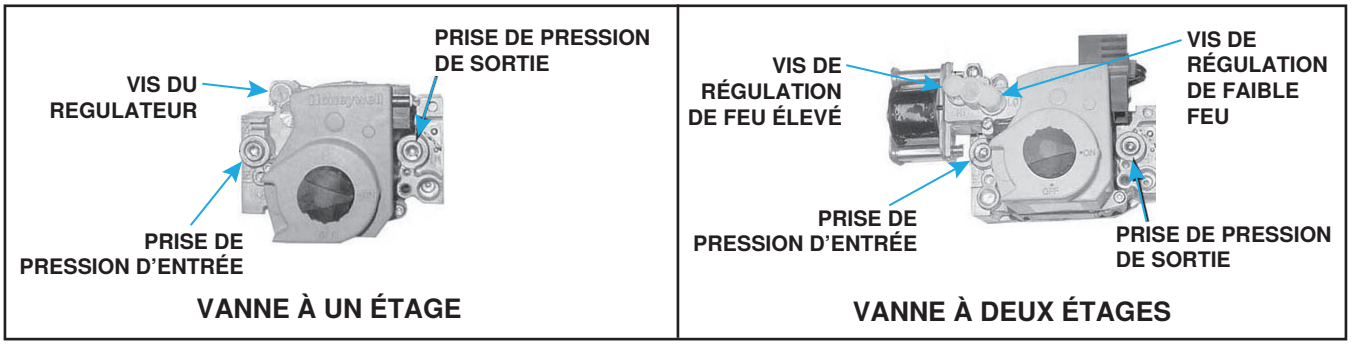

Figure 24. Vannes à gaz combinées
1. Positionnez la soupape manuelle (sur la soupape combinée) de manière à prévenir la circulation vers les brûleurs principaux et branchez le manomètre sur la prise de pression (voir **Figure 24**) de la soupape.
3. Normalement, aucun ajustement du régulateur réglé en usine ne devrait être nécessaire. Si un ajustement est requis, réglez la pression sur la valeur correcte en tournant la vis du régulateur (voir **Figure 24**) vers l'intérieur (sens des aiguilles d'une montre) pour augmenter la pression. Tournez la vis du régulateur vers l'extérieur (sens contraire aux aiguilles d'une montre) pour réduire la pression. Consultez la documentation du fabricant de la soupape qui accompagne la fournaise pour des informations plus détaillées.
2. Connectez le manomètre à la prise de pression d'entrée sur la vanne de gaz combiné (voir **Figure 24**).